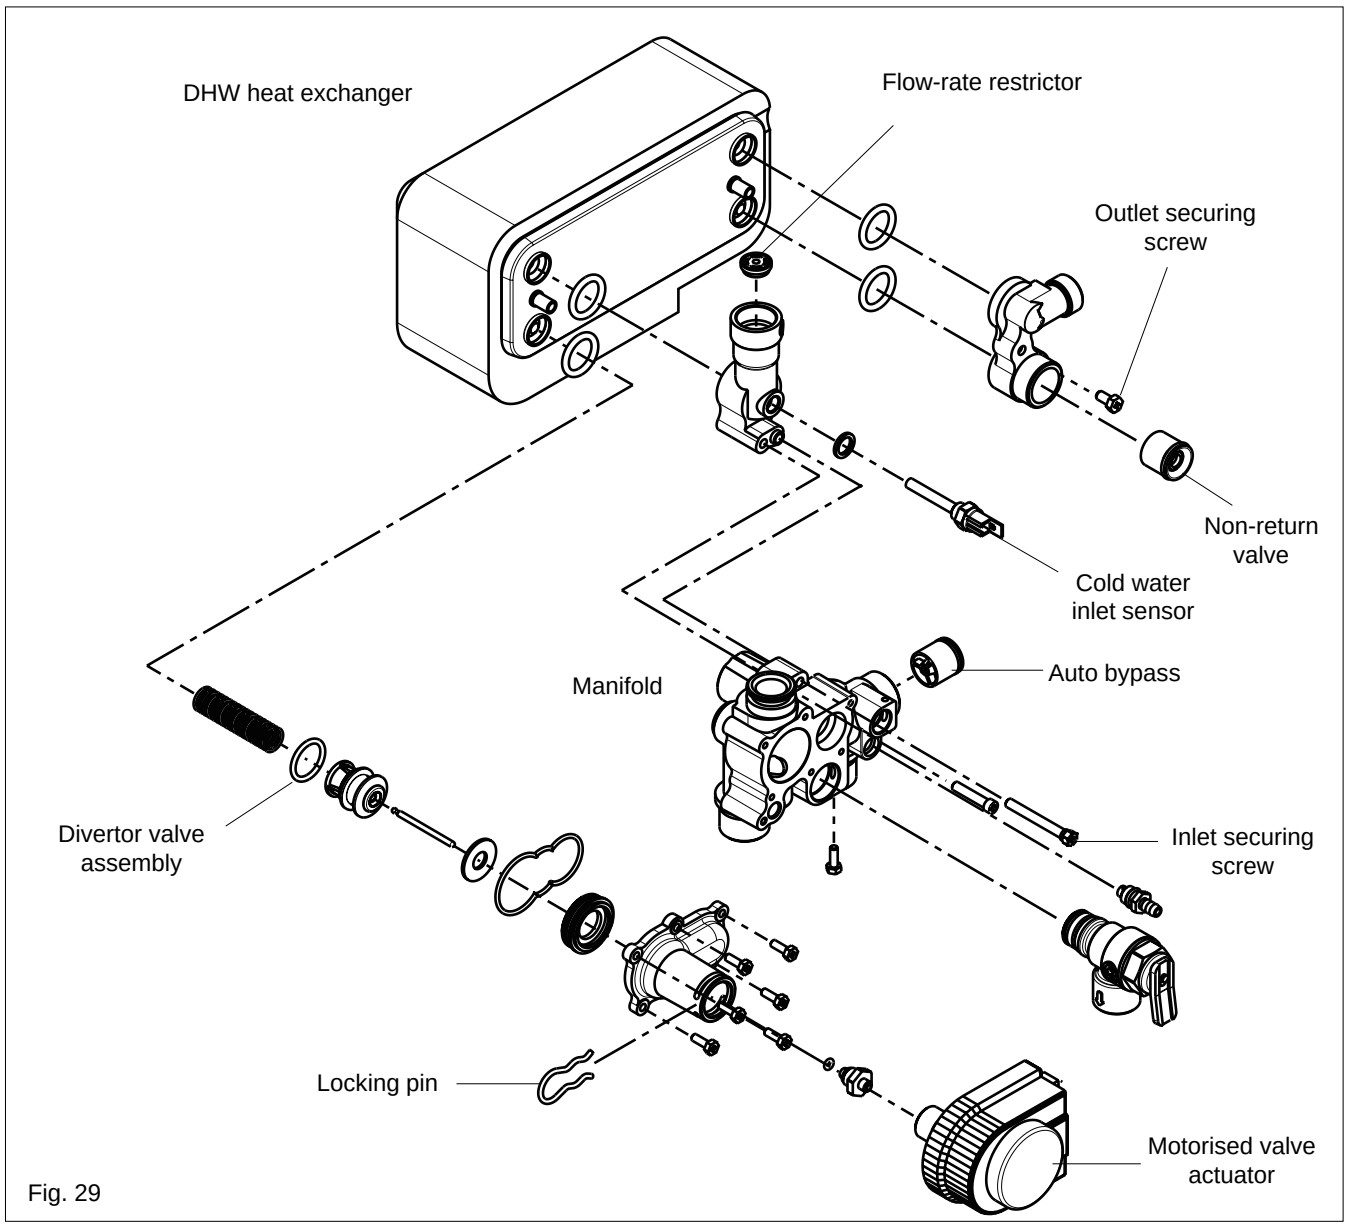

Fig. 29
6.16 DOMESTIC HOT WATER HEAT EXCHANGER (fig. 29)
6.17 MOTORISED VALVE ACTUATOR (fig. 29)
6.18 DIVERTOR VALVE ASSEMBLY (fig. 29)